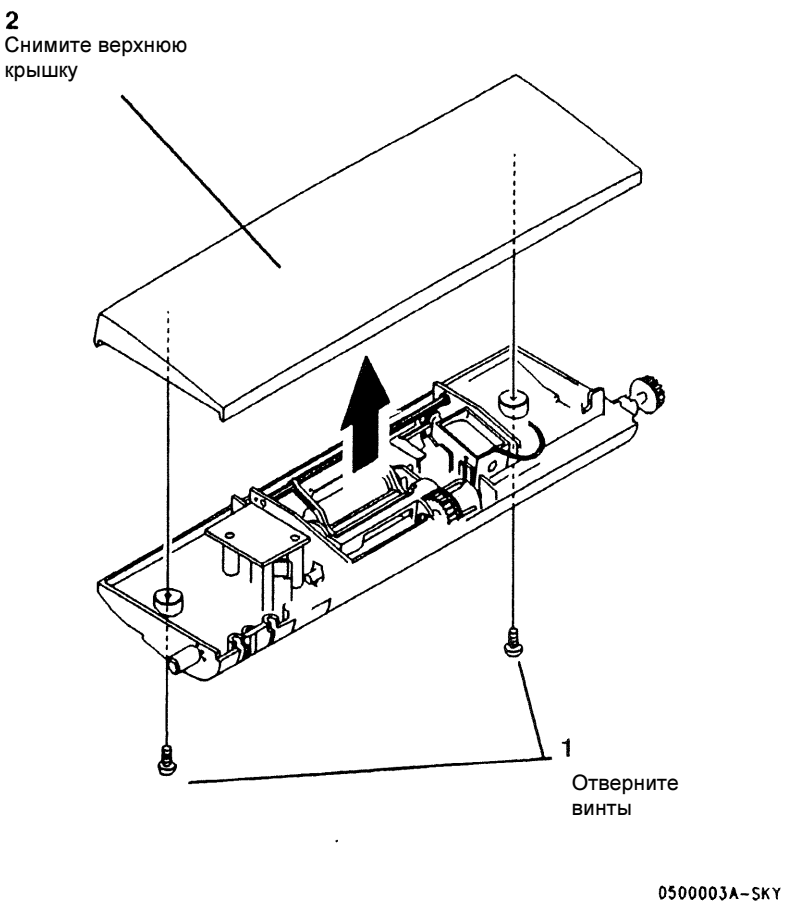

Рисунок 3 Снятие верхней крышки
3. (Рисунок 3): Снимите верхнюю крышку.